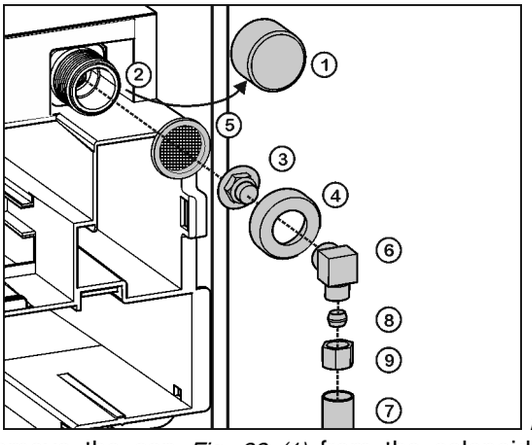

*Fig. 32*
- ▶ Remove the cap *Fig. 32 (1)* from the solenoid valve *Fig. 32 (2)*.
- ▶ Insert the coupler *Fig. 32 (3)* in theunion nut *Fig. 32 (4)*.
- ▶ Insert the water filter *Fig. 32 (5)* with the recess pointing down towards the coupler *Fig. 32 (3)*.
- ▶ Lock the union nut *Fig. 32 (4)* onto the solenoid valve *Fig. 32 (2)* and tighten.
- ▶ To turn the water connection 90°, tighten the elbow connector *Fig. 32 (6)* if necessary.
- ▶ Connect the water supply *Fig. 32 (7)* (e.g. copper) with the aid of the clamp ring *Fig. 32 (8)* and nut *Fig. 32 (9)* to the coupler *Fig. 32 (3)* or elbow connector *Fig. 32 (6)*.